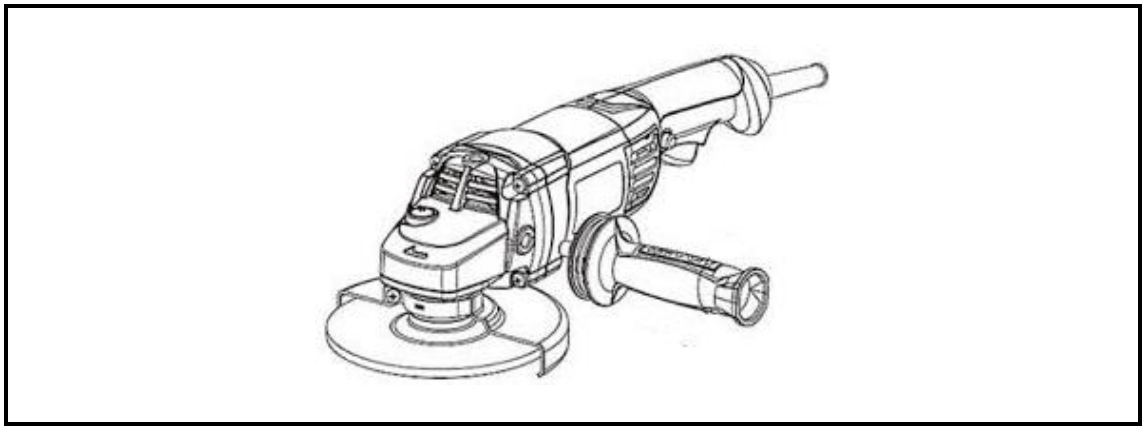

FIGURE 2
1.2 FIGURE 2 shows an angle grinder.